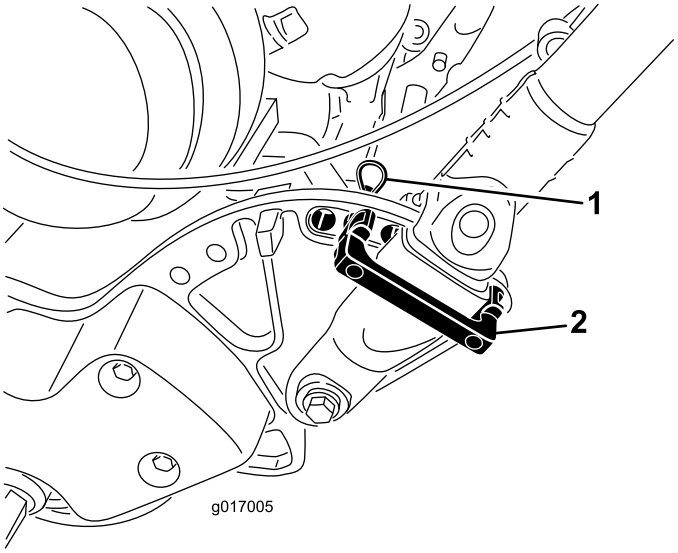

Figur 6
1. Fjern kabelbåndene, der fastgør håndtagets spændestykker til sidepladerne, mens du understøtter håndtaget (Figur 6).
2. Drej håndtaget til den ønskede driftsposition, isæt en håndtagsholder over håndtagets spændestykke og ind i de tilsvarende huller i sidepladen (Figur 6).
3. Fastgør spændestykket med en låseclips (Figur 6).